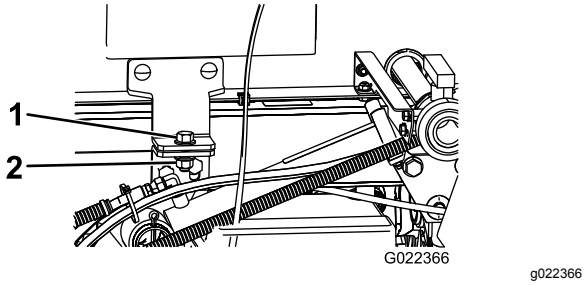

Figur 87
4. Fjern sikkerhetsboltene fra forsiden av plattformen (Figur 87).